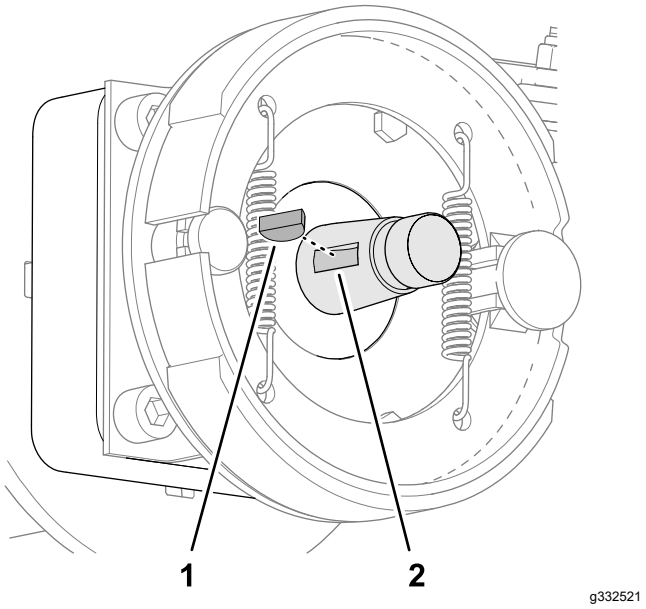

Figur 66
5. Fjern skivekilen fra hjulmotorakselen (Figur 66).